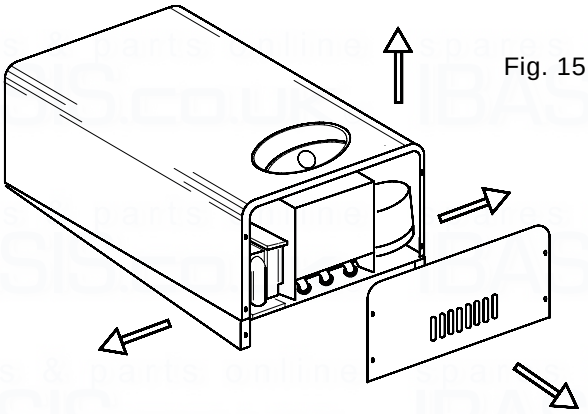

Fig. 15
5.4.3 Carefully slide the casing forward to lift off (fig. 15).